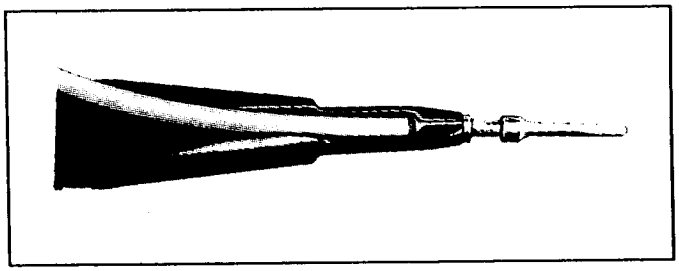

Figure 4
f. Grip the contact at the shoulder nearest the wire-well end of the contact. The contact should be positioned against the shoulder undercut in the tips of the tool. See figure 4. Insert the contact into the applicable contact hole and seat the contact in position.